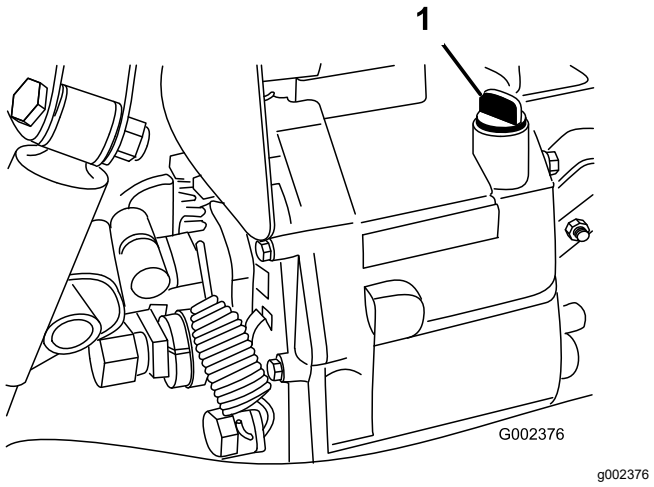

Figur 19
2. Gör rent området kring oljestickan (Figur 19).